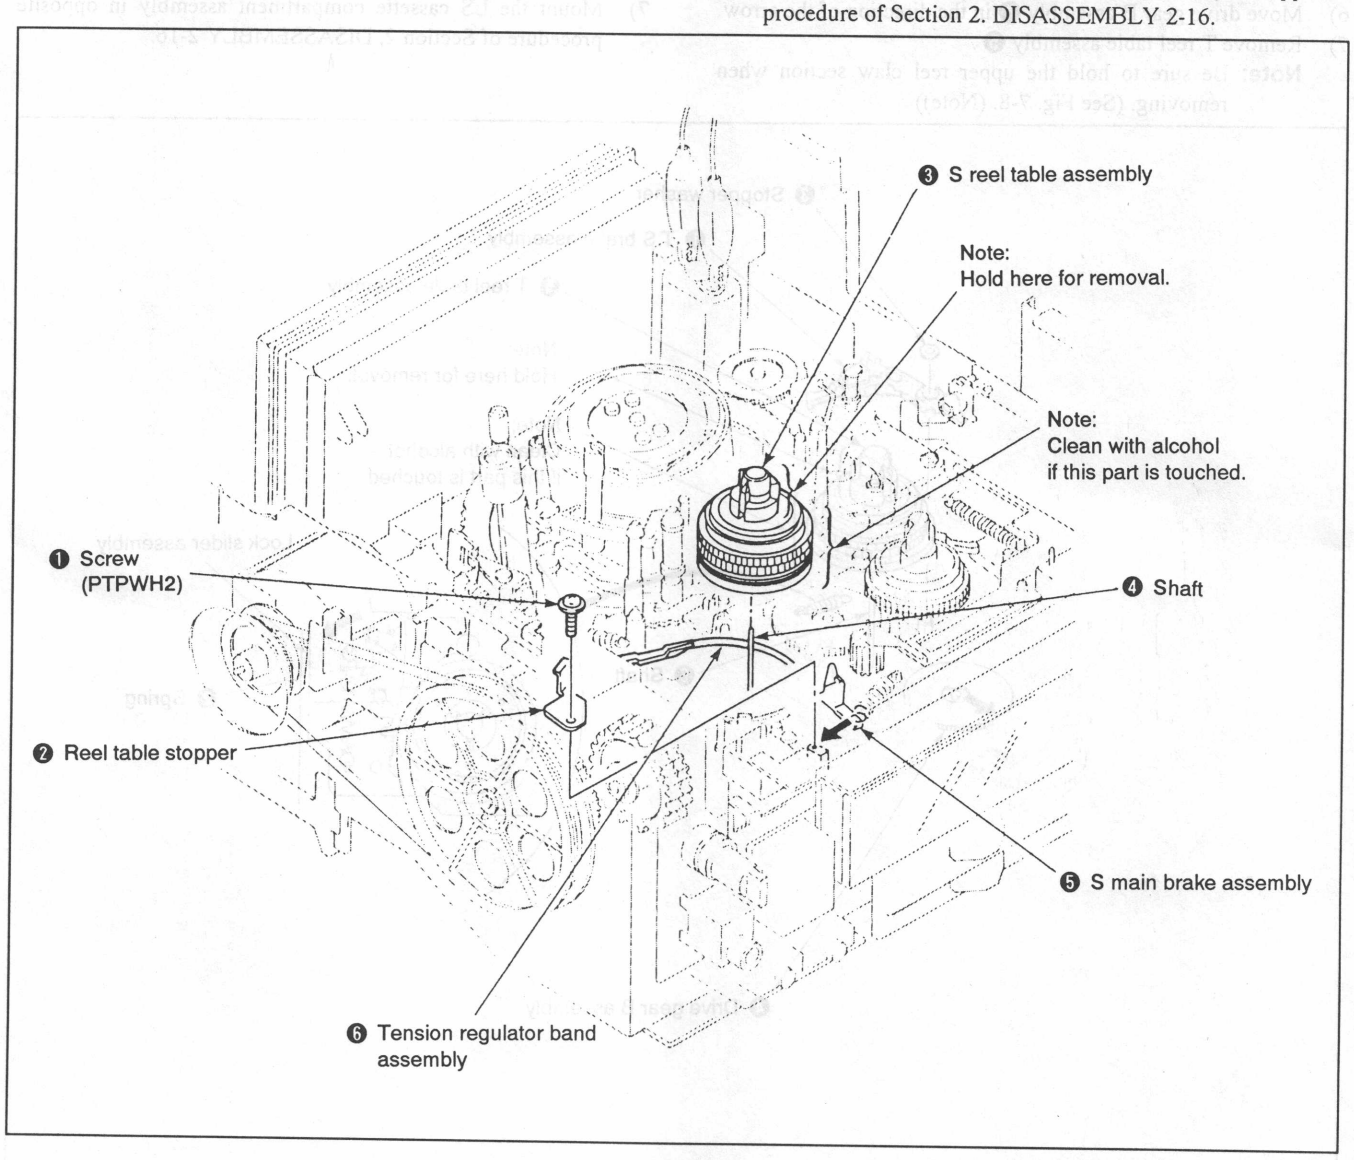

Fig. 7-7.
1. Removal (See Fig. 7-7.)
Note: Be sure to hold the upper reel claw section when removing. (See Fig. 7-7. (Note))
2. Mounting (See Fig. 7-7.)
1) Remove the S reel table assembly according to 7-3-2. 1. Removal. (See Fig. 7-7.)
2) Remove the band arm claw ❶.
3) Remove the claw ❷ and remove the tension regulator band assembly ❸.
1) Mount the tension regulator band assembly ❸. (Do not touch the band or change its shape.)
2) Fit the band arm claw ❶.
3) Mount the S reel table assembly according to 7-3-2. 2. Mounting. (See Fig. 7-7.)